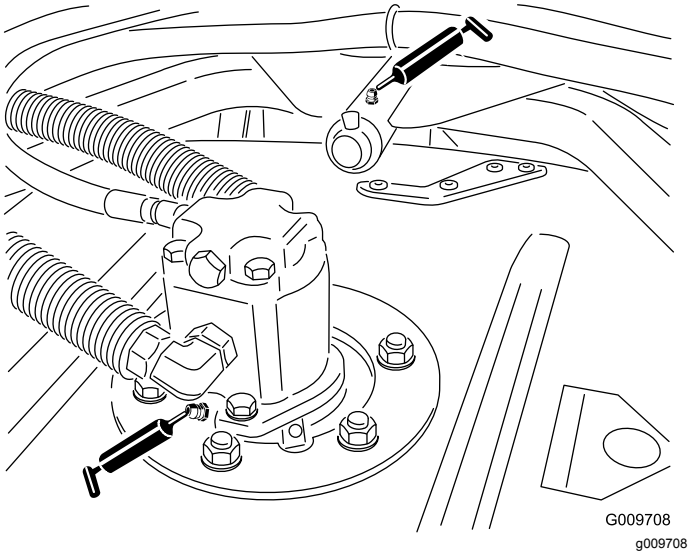

Figura 52
- Cojinetes de los ejes de las unidades de corte (2 por unidad de corte) (Figura 52)
- Casquillos de los brazos de las unidades de corte (1 por unidad de corte) (Figura 52)